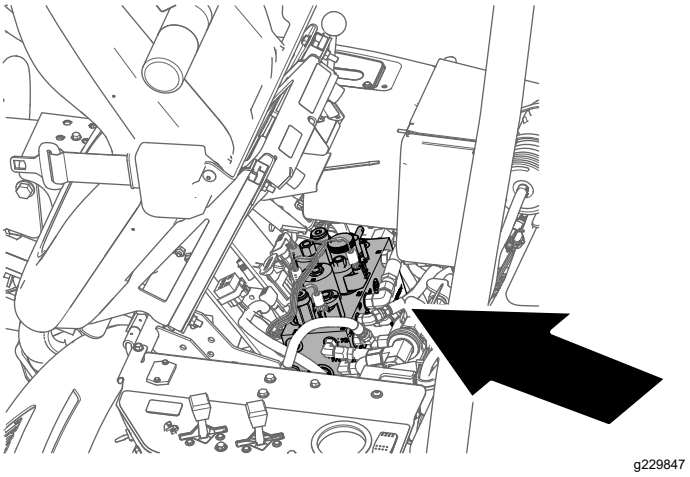

Figure 66
2. Tilt the operator's seat forward and support it with the prop rod (Figure 66).